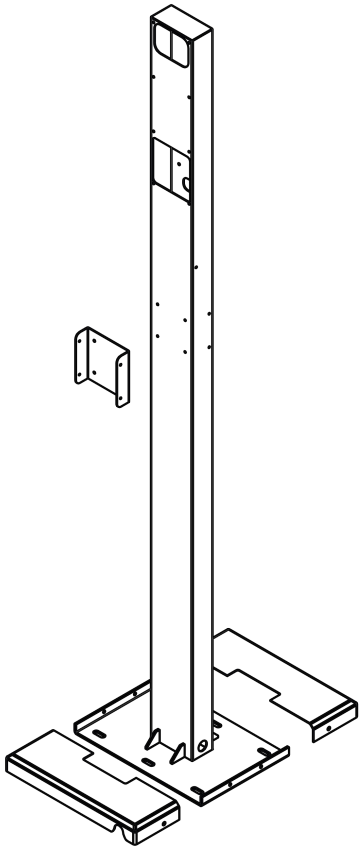

图 6
6、将挂线枪座固定架安装在立柱背面，使用 4 颗 M4 螺丝固定，如图 6.